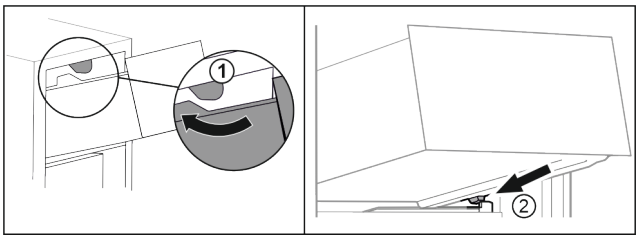

Fig. 133
- ▶ Lade om de bovenste stoppers leiden. *Fig. 133 (1)*
- ▶ Lade schuin achter de onderste stoppers op containerrib plaatsen. *Fig. 133 (2)*